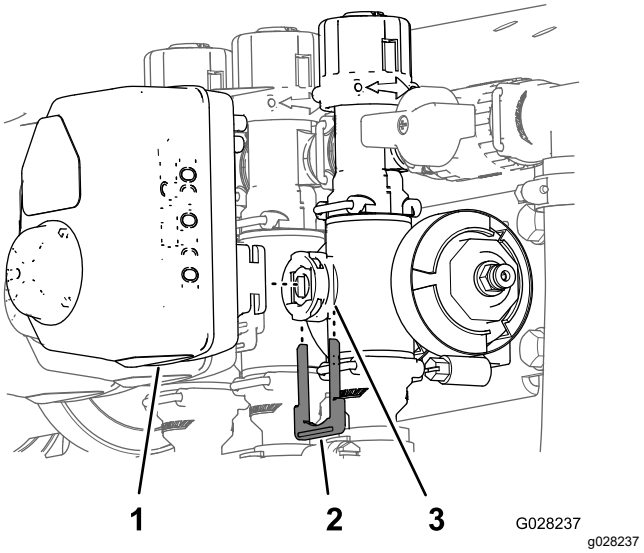

Rysunek 3
1. Zdemontuj element ustalający siłownika mocujący go do rozgałęźnika zaworu sekcji lub zaworu mieszania (Rysunek 3).